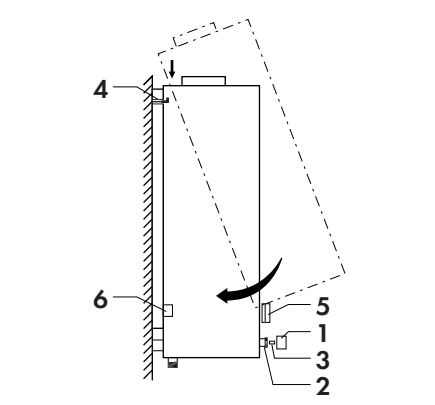

Рис. 15: Установка облицовки аппарата
- Наденьте облицовку на держатели (**4**), как показано на рис. 15, и установите её в нижние направляющие (**6**).